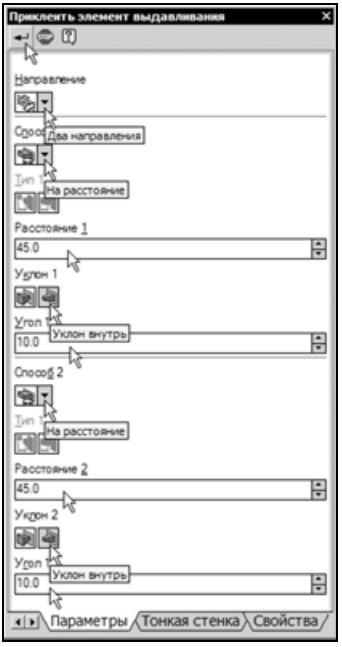

Рис. 6.168
- Усложним построение. Войдите в режим редактирования элемента **Приклеить элемент выдавливания:1** и измените его как на рис. 6.168.